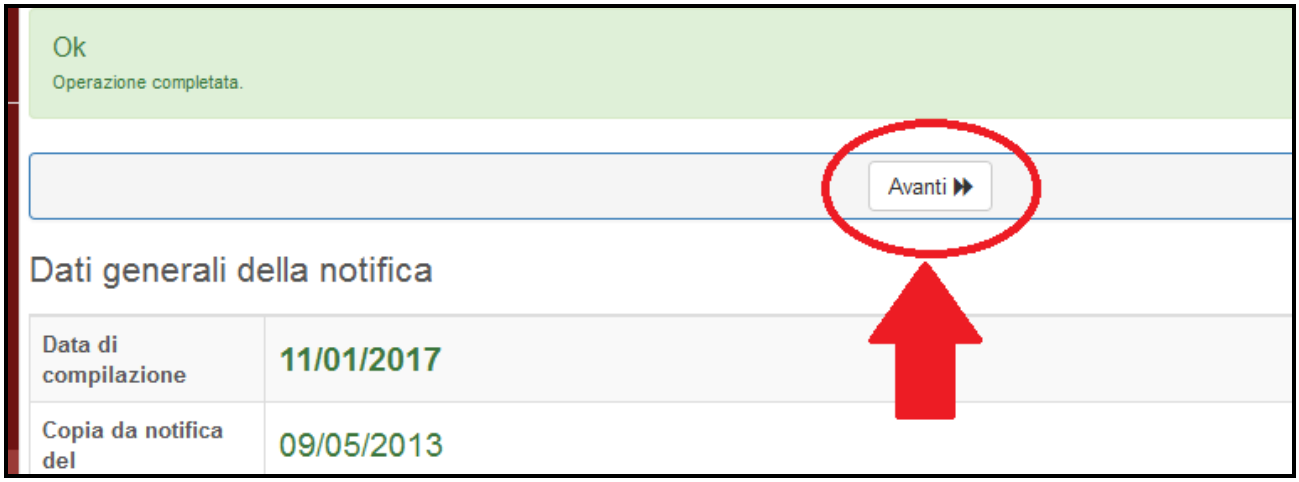

Fig. 31
- ✓ cliccando sul tasto Avanti collocato nell'intestazione di ogni quadro (v. fig. 31).